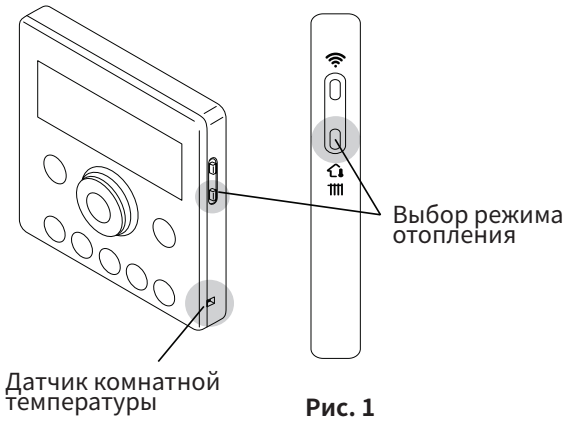

Рис. 1
- С помощью комнатного Wi-Fi термостата Rinnai можно выбрать один из двух режимов отопления. Нажатием кнопки (1) на правой стороне Wi-Fi термостата (см. рис.1) вы выбираете нужный режим отопления, и соответствующий символ появляется на дисплее.